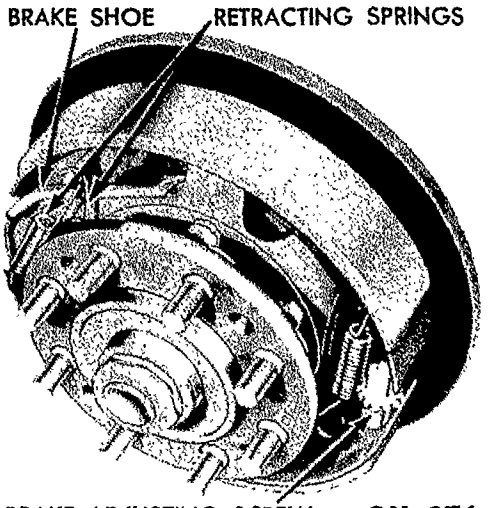

Fig. 30—Brake Assembly with Brake Drum Removed
b. Installation. Place the shoes in the brake support plate, and attach the retracting spring (fig. 30). The left brake has two retracting springs, and the right brake uses one retracting spring.